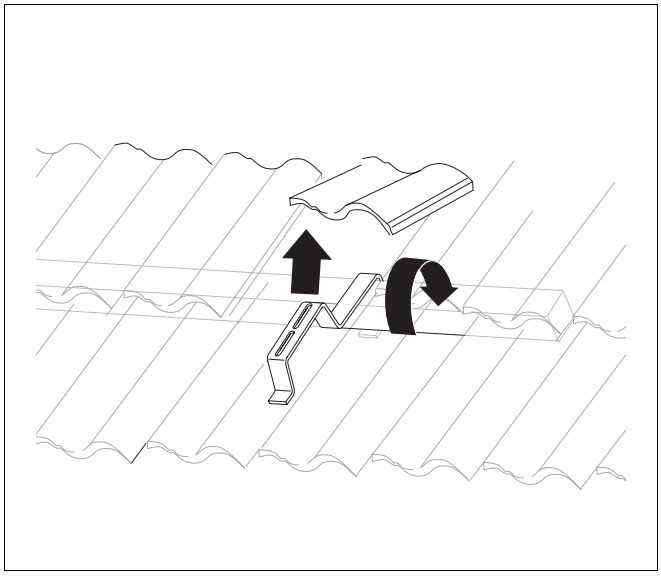

Afb. 21 Dakhaken aanbrengen
- Hef de betroffen dakpan op (afb. 21).